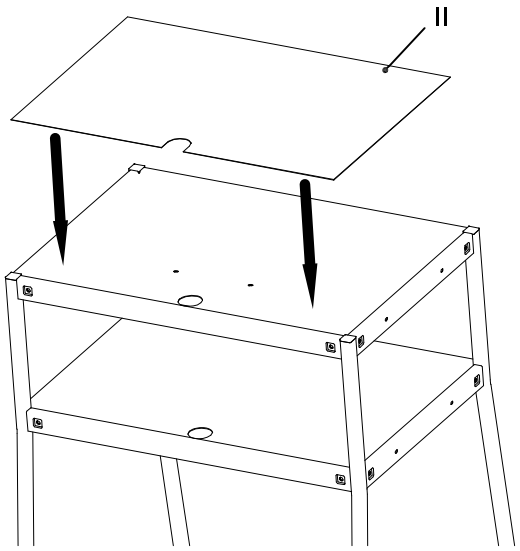

**FIGURE 6**
Place the plastic mat (II) onto the top shelf with the slot in the mat aligned over the grommet hole in the shelf as shown in **FIGURE 6**.